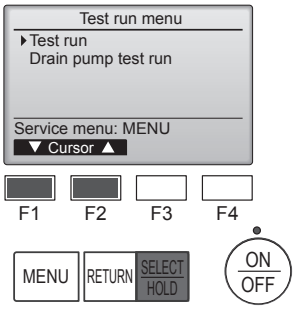

Fig. 7-2
② Select “Test run” from the Test run menu, and press the [SELECT/HOLD] button. (Fig. 7-2)
③ The test run operation starts, and the Test run operation screen is displayed.